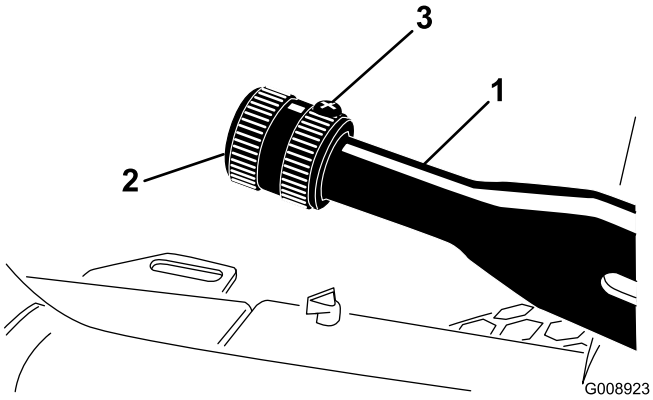

Figur 52
1. Løsn sætskruen, der fastgør skruen til parkeringsbremsehåndtaget (Figur 52).